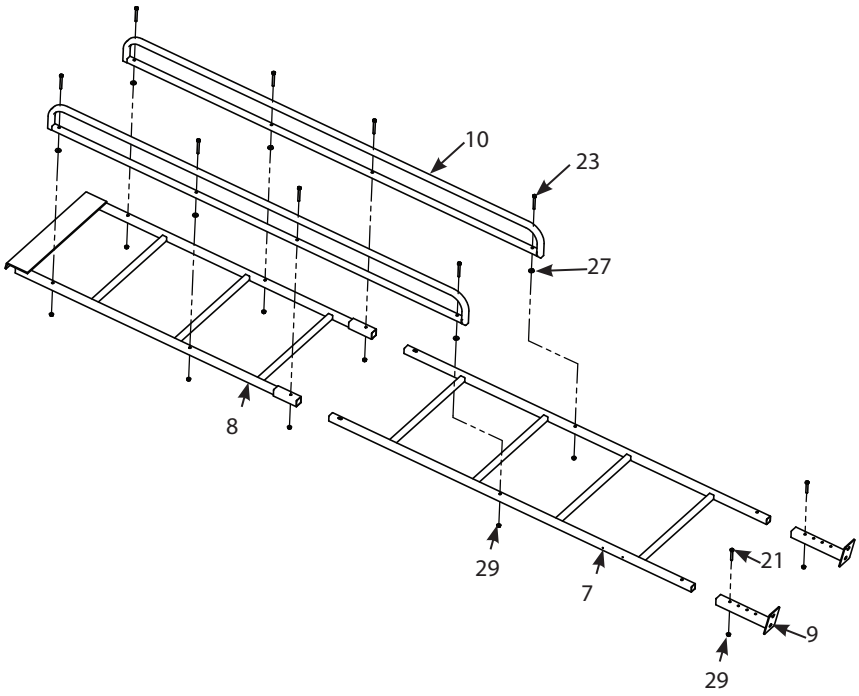

FIGURE 11
11. Begin assembly of the ladder by first sliding together the bottom and top ladder sections (7, 8) as shown. **SEE FIGURE 11.**
Secure the ladder sections together by attaching the two ladder hand rails (10) to the four holes on each side of the ladder using four 1/4-20 X 2-1/4 IN bolts (23), three orange plastic washers (27) and 1/4-20 nuts (29) for each hand rail. **SEE FIGURE 11.**
Attach the adjustable ladder feet (9) to the bottom ladder section (7) using a 1/4-20 X 1-3/4 IN bolt (21) and 1/4-20 nut (29) for each foot. It is easiest to adjust the ladder level later if you use the top adjustment hole now as shown. **SEE FIGURE 11.** *Securely tighten all loose hardware at this time.*